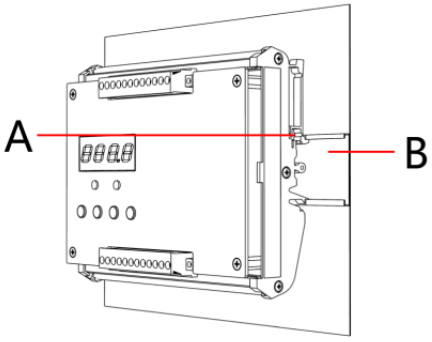

图4.3
1. 如图4.3中将随动操舵单元的A卡扣安装到B卡槽中，确保稳固可靠。